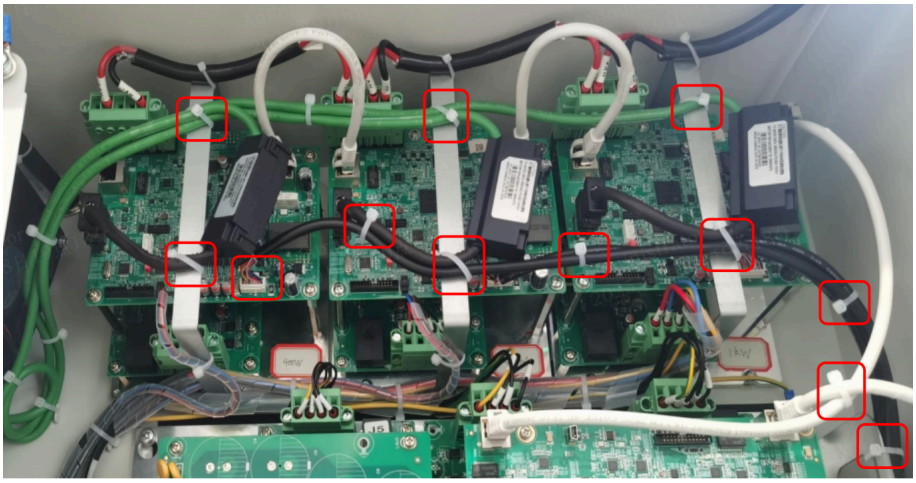

图 5-17 IO和网线布线
a. 布线规范：按照图 5-17 IO和网线布线路径布置编码器线，确保线缆沿控制柜内部结构顺直排列，无扭曲、打结，远离高温、尖锐部件及运动干涉区域；
b. 捆扎要求：对图 5-17 IO和网线布线红色框标注的所有扎线位置逐点执行捆扎操作：
- 若原位置有旧扎带，先剪掉旧扎带，再按图 5-17 IO和网线布线位置重新捆扎；
b. 捆扎标准：按图 5-17 IO和网线布线标注位置完成捆扎，遵循 “10cm（一拳）捆扎一次” 的间距要求，长线束可在模组后方绕圆后捆扎，避免线缆过度紧绷、受力拉扯。
b. 捆扎要求：按图 5-17 IO和网线布线红色标注位置完成捆扎，原有扎带需调整的先剪除旧扎带，再规范捆扎，扎带松紧适度，不挤压网线线芯。